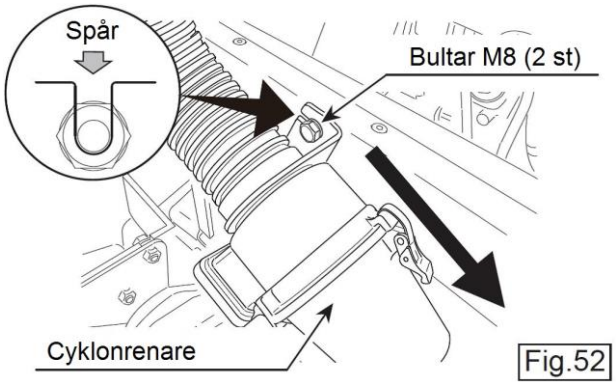

Fig.52
2. Lossa, men avlägsna inte, de två M8 bultar som håller cyklonrenaren. Flytta cyklonrenaren genom att först dra den nedåt. (Fig. 52)